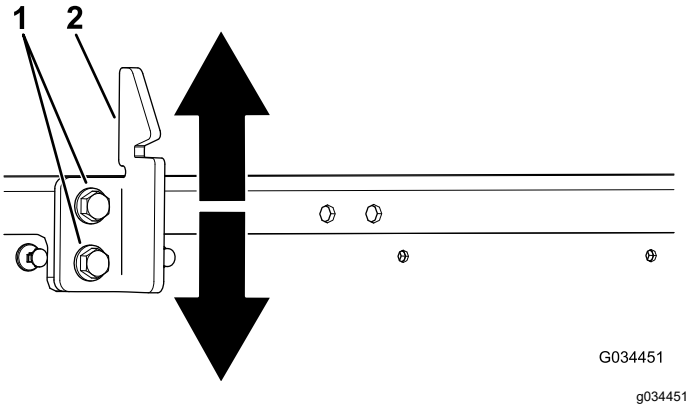

Figura 52
3. Desaperte os dois parafusos na régua do trinco da caixa e mova a régua para cima ou para baixo, dependendo se a régua está muito alta ou muito baixa (Figura 52).
4. Aperte os dois parafusos na régua do trinco da caixa (Figura 52).